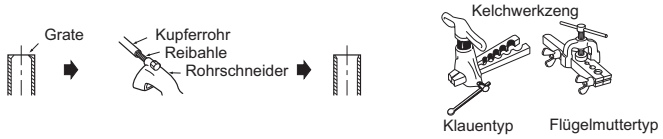

Abbildung 3 Abbildung 4
- Achten Sie bitte beim Anschließen des Ablaufschlauchs an das Hart-PVC-Rohr darauf, den Schlauch fest und sicher in das Rohr einzusetzen. (Abbildung 3)
4) Bringen Sie die Ablasskappe in dem Bereich an der Rückseite des Innengerätes an, an dem der Ablaufschlauch angeschlossen werden soll. (Abbildung 3)
2) Entfernen Sie sorgfältig alle Grate vom abgeschnittenen Rohrquerschnitt. (Abbildung 3)